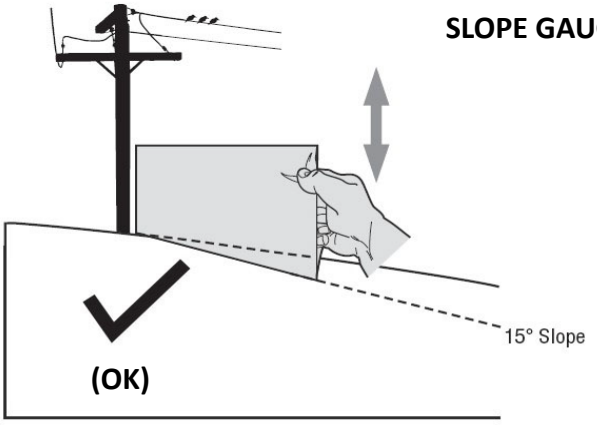

FIGURE 1
3. Hold the slope gauge upright and align one edge of the gauge with the vertical reference object (see Figures 1 and 2).
4. Slowly tilt the gauge forward or backward until the lower corner of the gauge touches the ground surface of the slope (see Figures 1 and 2).